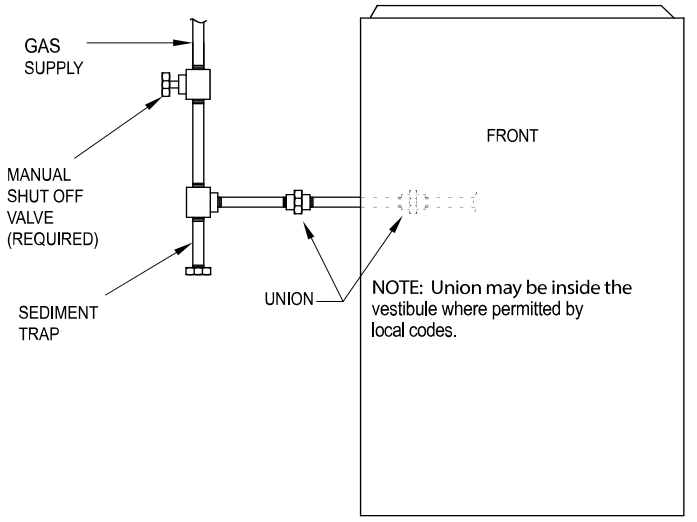

**Fig. 31 – Typical Gas Pipe Arrangement**
Install a sediment trap externally in the riser leading to furnace (Fig. 31). Connect a capped nipple into lower end of tee. Capped nipple should extend below level of furnace gas controls. Place a ground joint union between furnace gas control valve and exterior manual equipment gas shutoff valve.
5. Fasten the external electrical box to the furnace casing using two (2) sheet metal screws.
**NOTE:** Connect field power and neutral leads to furnace power leads inside the external electrical box (Fig. 31).